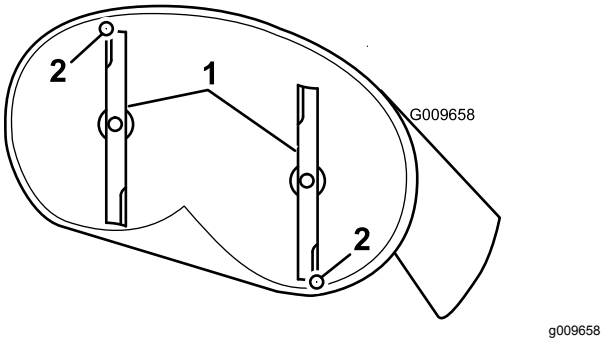
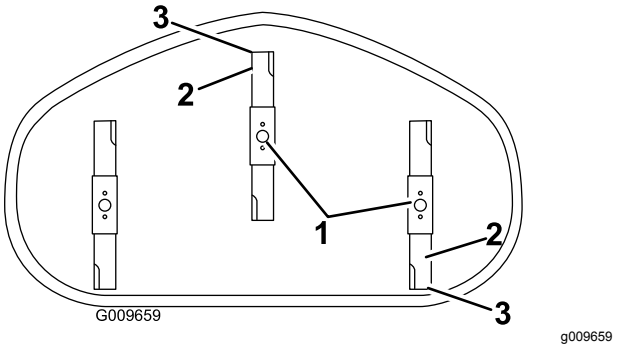

Figur 62
Figur 63
4. Roter knivene forsiktig slik at de står på langs (Figur 62 og Figur 63).
5. Mål fra tuppen på den fremre kniven til den flate overflaten, og tuppen på den bakre kniven til den flate overflaten (Figur 62).
7. Etter justering må du kontrollere hellingsvinkelen på langs på nytt. Fortsett å justere mutteren til den fremre knivtuppen er 1,6 til 7,9 mm lavere enn bakre knivtupp (Figur 62).